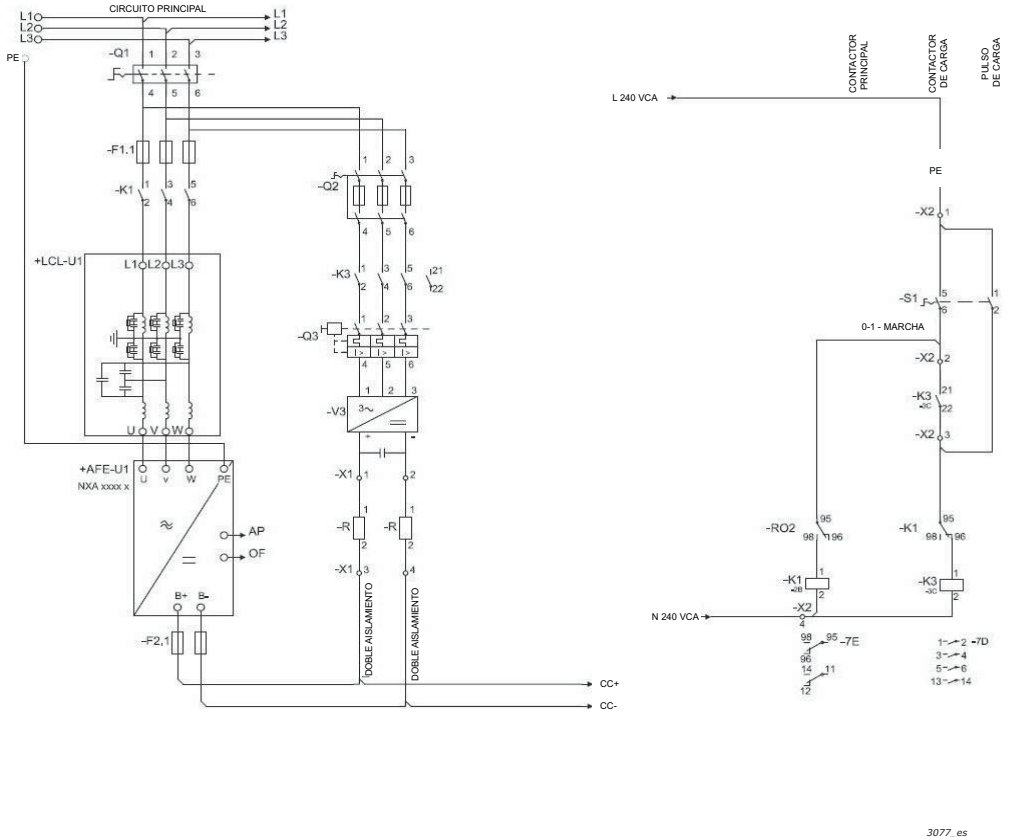
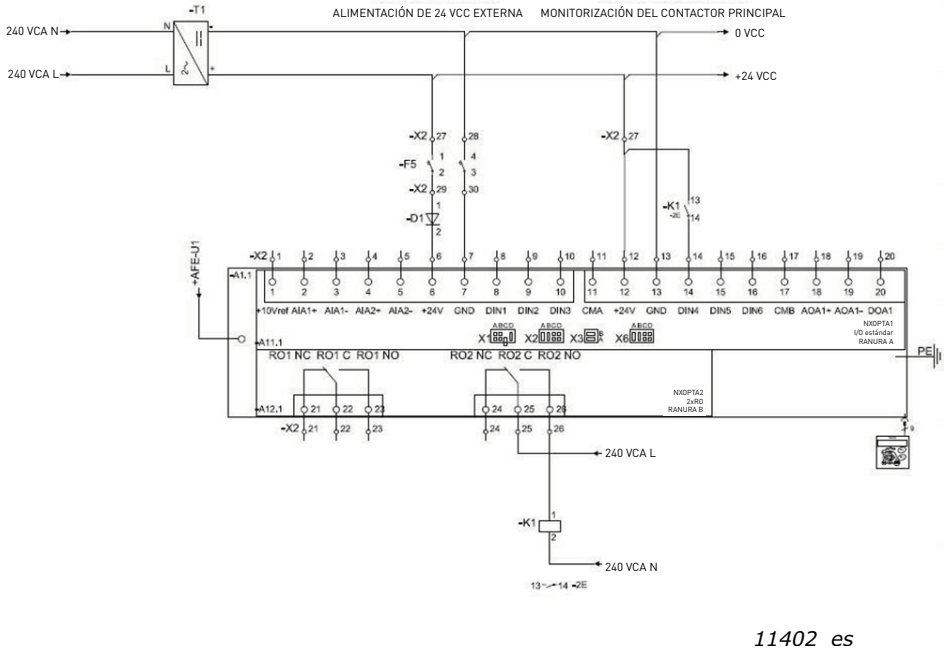
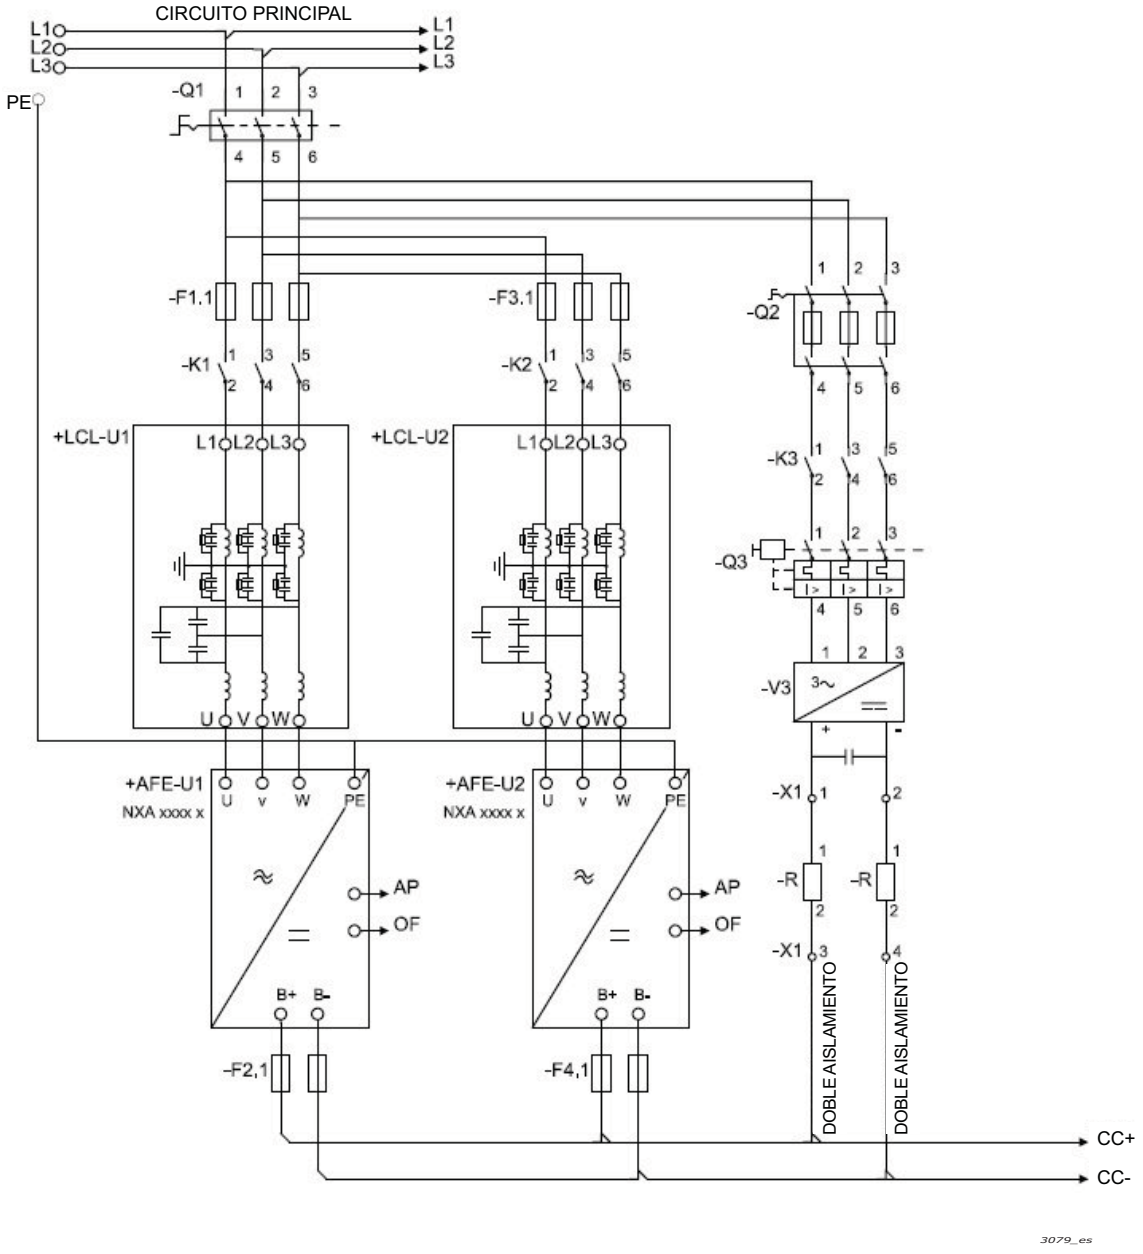
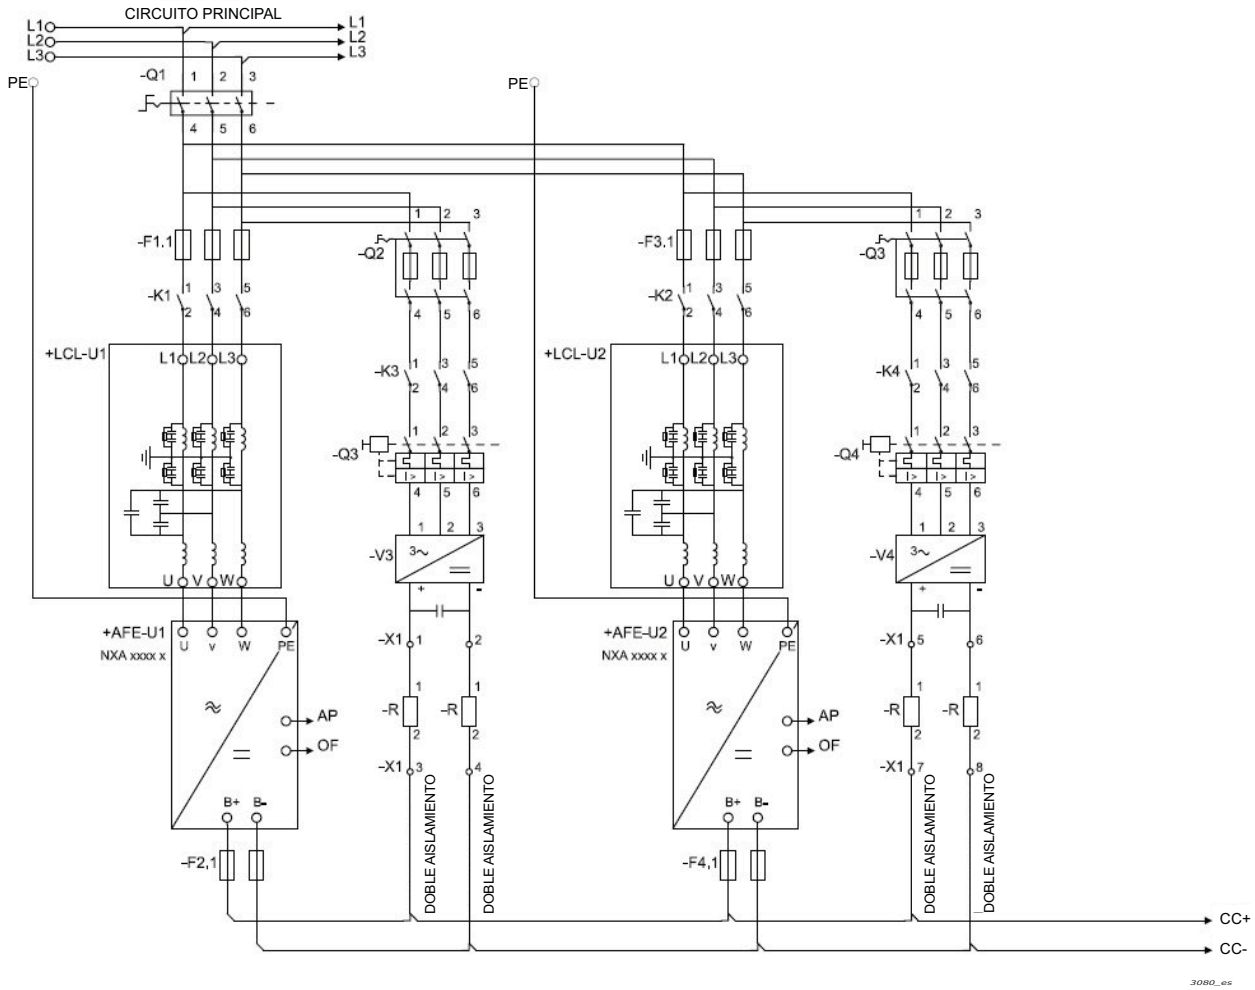

Figura 96. Diagrama de cableado de la unidad AFE
Figura 97. Diagrama de cableado de la unidad de control
Figura 98. Conexión de unidades Active Front End en paralelo con un circuito de precarga común
Figura 99. Conexión de unidades Active Front End en paralelo con sus propios circuitos de precarga
La unidad Active Front End no debe estar conectada a la red de alimentación principal sin una precarga. Para garantizar el correcto funcionamiento del circuito de precarga, el disyuntor o contactor de entrada, así como del contactor del circuito de precarga, deben estar controlados por la unidad Active Front End. Tanto el disyuntor o contactor de entrada como el contactor del circuito de precarga deben estar conectados de la forma indicada en la Figura 96.
En el ejemplo que se muestra en la Figura 96 se usa un conmutador con resorte. El conmutador tiene las posiciones 0-1-INICIO. El resorte devuelve el interruptor de la posición INICIO a la posición 1. Para iniciar la precarga, el interruptor debe pasar desde la posición 0, pasando por la posición 1, hasta la posición INICIO. Cuando se inicia la precarga, el interruptor se libera y vuelve a la posición 1. No es necesaria ninguna otra medida de control. La aplicación de la unidad Active Front End controla el contactor principal del sistema con la salida de relé RO2 (consulte la Figura 97). Cuando la precarga del circuito intermedio esté lista, el contactor principal se cerrará. El estado del contactor principal se monitoriza a través de una entrada digital (el valor por defecto es DIN4). Por defecto, la monitorización del contactor principal está activada (ON), pero se puede desactivar (OFF) con un parámetro. El contactor principal no se puede cerrar sin una precarga.
En el caso de unidades Active Front End conectadas en paralelo, se puede usar un circuito de precarga común (consulte la Figura 98). Se pueden usar circuitos de precarga comunes si la capacitancia del circuito intermedio no supera el valor máximo. Si todas las unidades Active Front End conectadas en paralelo tienen un disyuntor común, el disyuntor puede ser controlado por una de las unidades Active Front End. Si cada una de las unidades Active Front End conectadas en paralelo tiene su propio disyuntor, cada unidad controlará su propio disyuntor. Para ver el diagrama de circuito de control, consulte la Figura 96 y la Figura 97.
Cada unidad Active Front End tiene su propio circuito de precarga y cada unidad controla su propio contactor principal y de precarga (consulte la Figura 99). Se puede usar un interruptor de control, pero si hay una unidad Active Front End que se debe controlar de forma independiente, se necesita un interruptor independiente. De este modo, el sistema es más redundante que un circuito de precarga común. Para ver el diagrama de circuito de control, consulte la Figura 96 y la Figura 97.